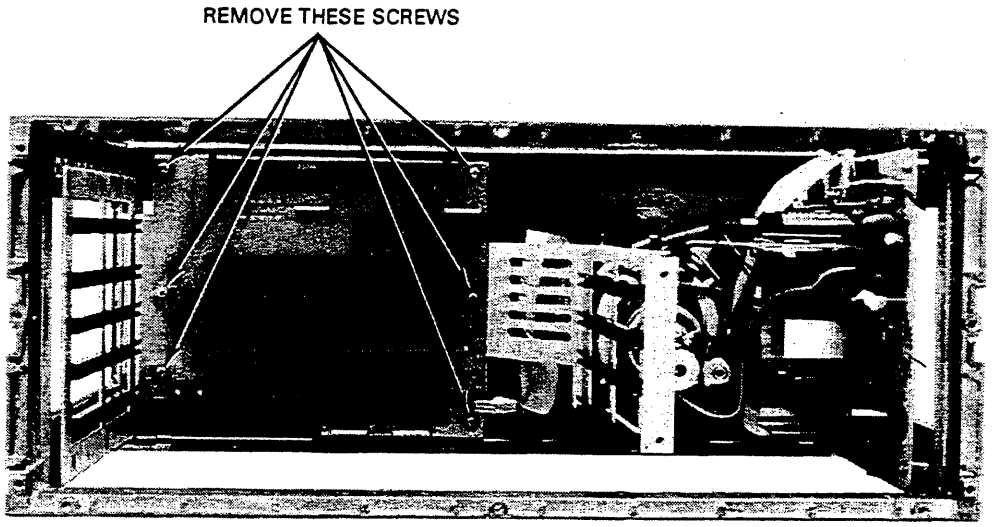

Figure 8-12.
b. Remove the six screws that secure the motherboard to the keyboard cover. See figure 8-12.